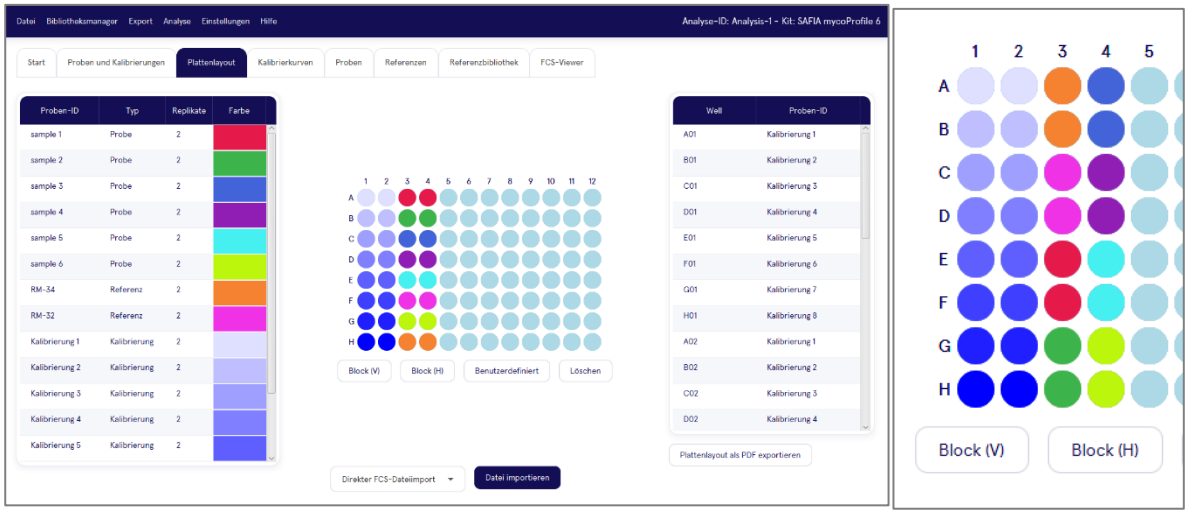

Abbildung 9 Übersicht der Funktionen im Arbeitsbereich Plattenlayout
11. Sobald Sie alle Proben eingetragen haben, gehen klicken Sie unten rechts auf den Button Plattenlayout setzen um eine Zuordnung der Proben und Standards zu den Kavitäten der Mikrotiterplatte vorzunehmen. Die Kavitäten haben einen alphanumerischen Code (A1, B1, C1 usw. bis H12) (siehe Abbildung 9**Fehler! Verweisquelle konnte nicht gefunden werden.**). Die Zuordnung kann automatisch über die Buttons **Block (V)** oder **Block (H)** erfolgen. Dabei werden die Replikate der Proben und Referenzproben entweder vertikal (V) oder horizontal (H) angeordnet. Die Replikate der Kalibrationsstandards werden grundsätzlich horizontal auf der Mikrotiterplatte platziert. Mithilfe des Buttons *Clear* können Sie alle Eingaben löschen.